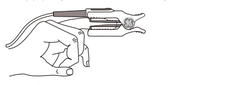

Figure 2
3. Applying the sensor (see Figure 2)